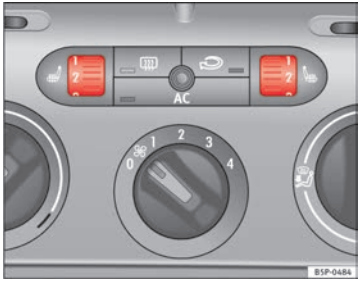

Fig. 91 Thumb wheel for the front seat heating
– Turn the appropriate thumb wheel ⇒ fig. 91 to switch on the seat heating. The seat heating is switched off in the **0** position.